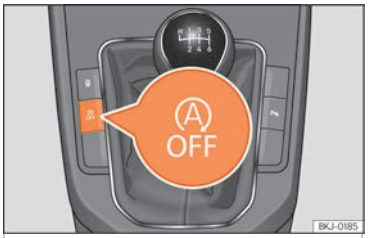

Fig. 226 Consola central: botão do sistema Start-Stop.
• Para desligar/ligar manualmente o sistema Start-Stop, pressione o botão ››› Fig. 226.